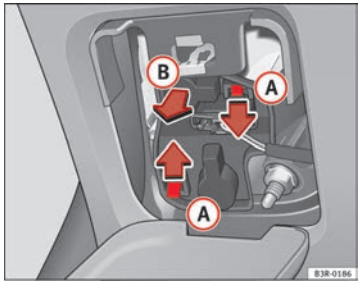

Abb. 219 Lampenträger ausbauen
– Drücken Sie in Pfeilrichtung auf die Laschen (A) ⇒ Abb. 219 und nehmen Sie den Lampenträger gemäß dem Pfeil (B) heraus.